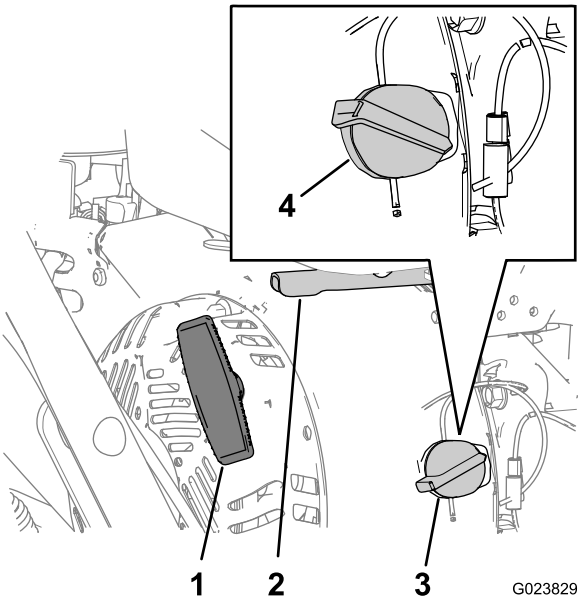

Figure 10
1. Sur le côté droit moteur, tournez la commande marche/arrêt du moteur dans le sens horaire à la position MARCHE (Figure 10).
3. Placez la commande d'accélérateur, située sur le côté arrière droit du moteur, à mi-course entre les positions HAUT RÉGIME et BAS RÉGIME (Figure 10).
4. Tirez lentement la poignée du lanceur jusqu'à ce que vous sentiez une résistance, puis arrêtez de tirer (Figure 10).
2. Placez la commande d'accélérateur à mi-course entre les positions BAS RÉGIME et HAUT RÉGIME (Figure 10).
3. Laissez tourner le moteur pendant au moins 15 secondes, puis tournez la commande Marche/Arrêt du moteur en position ARRÊT pour couper le moteur (Figure 10).